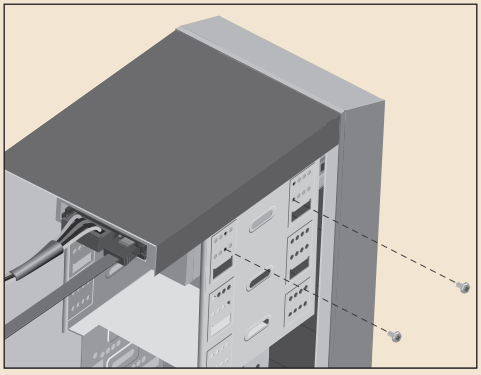

Figura 21.6: Aparafuse a unidade óptica.
7. Após a unidade estar totalmente inserida na baia, você deverá fixá-la, instalando quatro parafusos de rosca fina, dois de cada lado da unidade (você deverá remover o painel direito do gabinete para ter acesso ao outro lado da baia); ver Figura 21.6. Gabinetes, normalmente, permitem o uso de quatro parafusos de cada lado da unidade, mas achamos o uso de oito parafusos um exagero. Note que você deve instalar dois parafusos de cada lado e não quatro apenas de um lado. Para um acabamento perfeito, mova a unidade para frente e para trás, até que a sua tampa frontal fique perfeitamente alinhada com o painel frontal do gabinete e, ao aparafusá-la, segure a unidade neste local com uma de suas mãos.